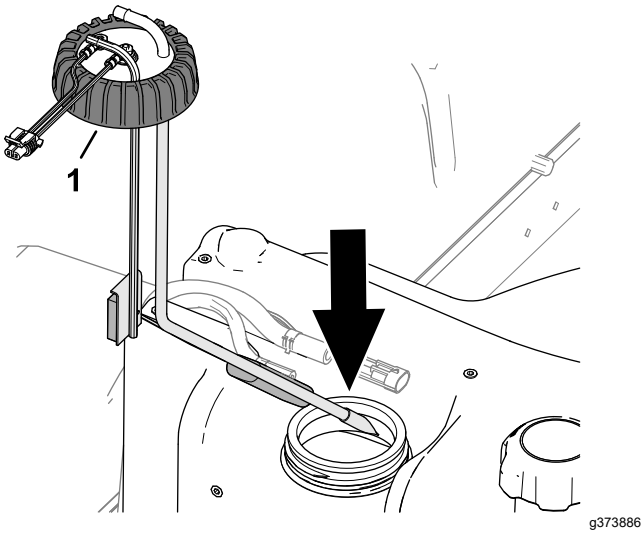

Figur 92
2. Montér forsigtigt brændstofsugeslangen, og lad den flyde ned i brændstoftanken (Figur 92).